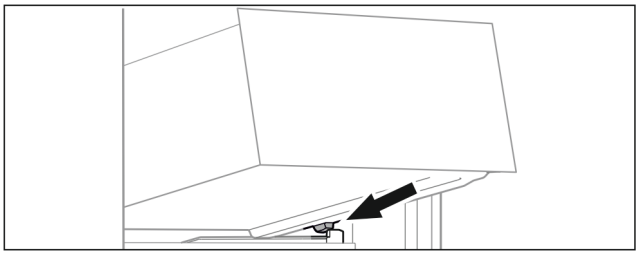

Fig. 92
▶ Predal postavite v poševnem položaju za zaustavljalniki na nastavek za posodo. (glejte Fig. 92)